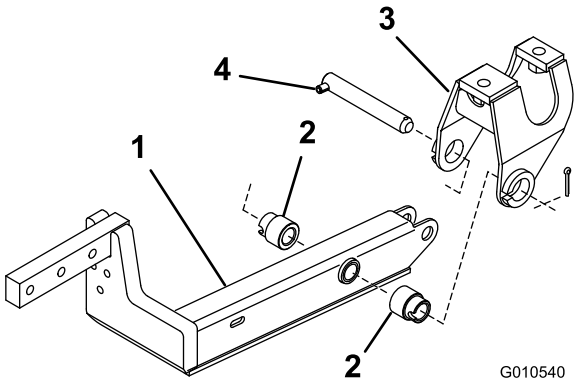

Figura 2
4. Montate un braccio di sollevamento sulla staffa orientabile con 2 distanziali, un perno girevole e una coppiglia (5/32 x 1-3/4 poll.). Montate il braccio di sollevamento con la parte piegata collocata verso l'esterno (Figura 2).